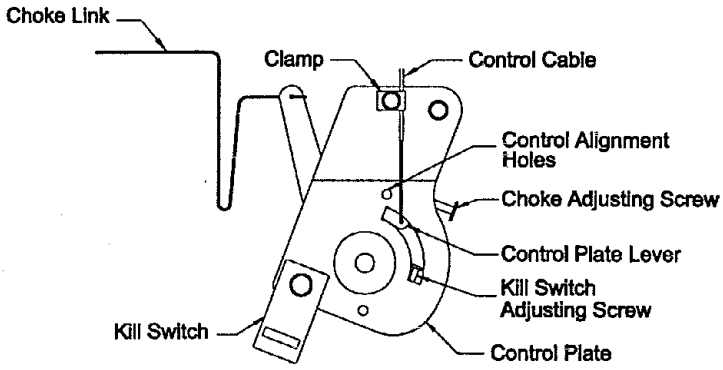

FIG 2
b) Loosen clamp on engine control plate (See Figures 2, 3 & 4). Attach inner wire of the throttle cable to the control plate lever and position cable clamp, ***do not*** tighten clamp.